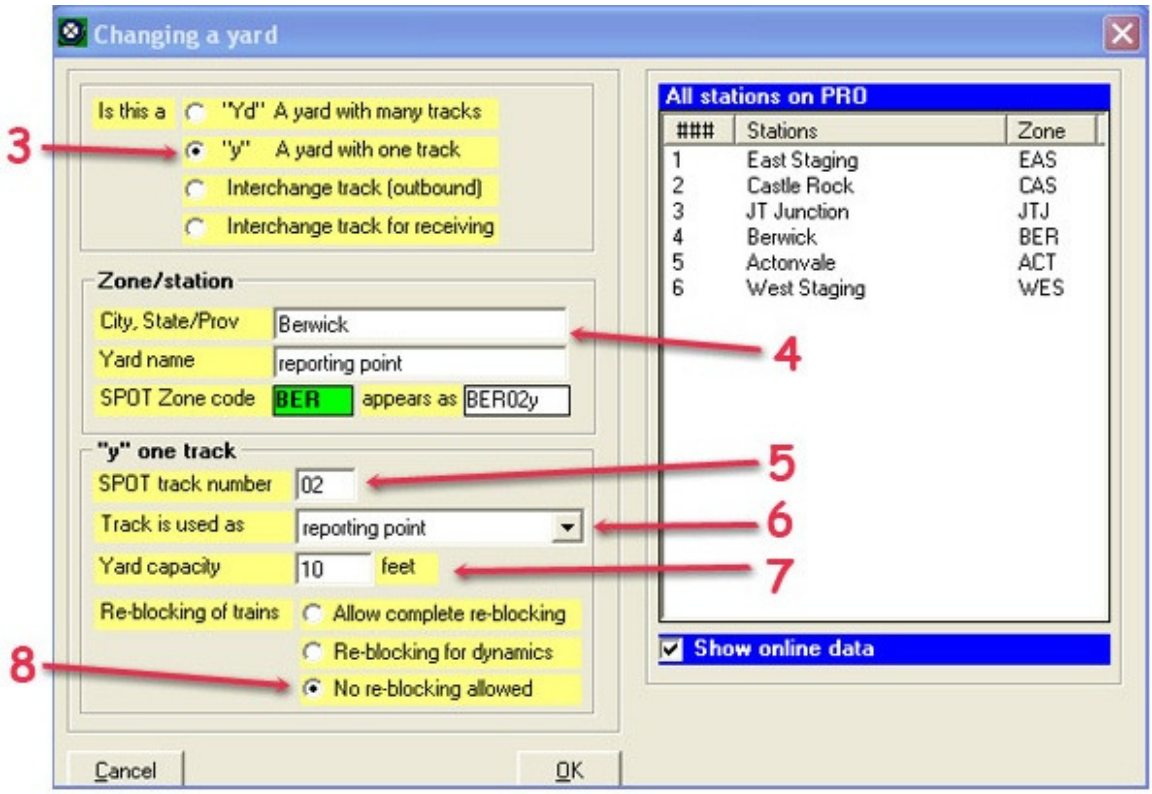

Figure 5-20
c. In the second panel, the "appears as" data field changes to "AAA02y" and the lower panel on the left hand side has changed (see Figure 5-20).
9. Figure 5-20 shows what the window should now look like.